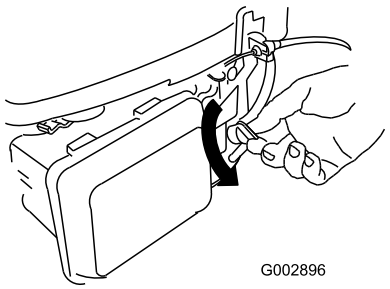

Figura 12
1. Girate la leva della valvola del carburante in posizione On (Figura 12).